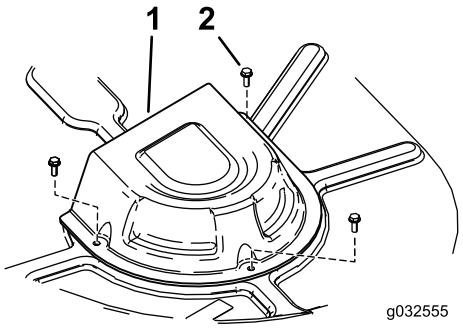

Figur 73
4. Ta bort remskivekåporna (Figur 73).